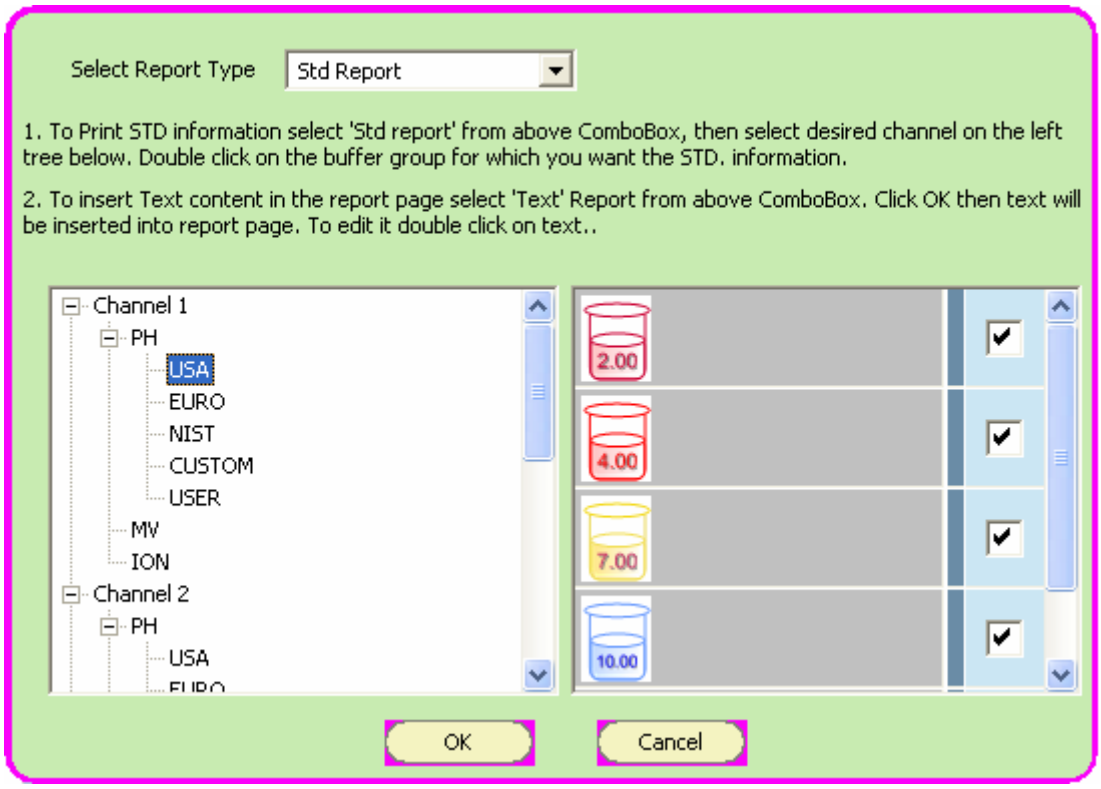

Figure 41 : Selecting standardization data
3. Click **Select** button in the workspace. A dialog box appears. (Figure 41)
1. Click **Select** button. A dialog box appears (Figure 41).
1. Click **Select** button. A dialog box appears (Figure 41)